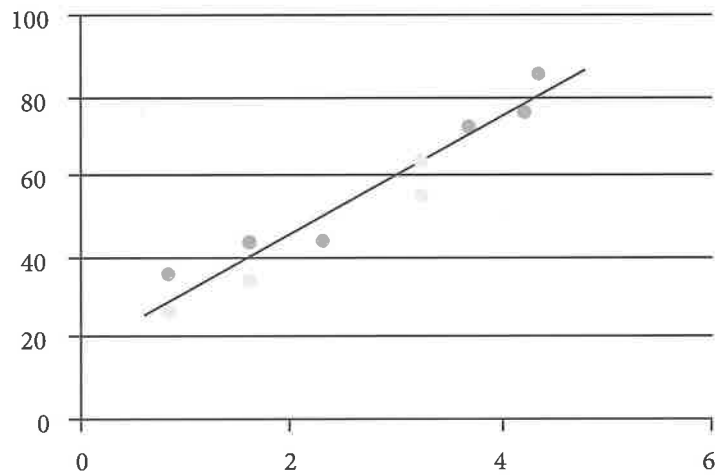

FIGURE 6.4 *Regression analysis (scatter diagram)*
- **Regression analysis[9] (scatter diagram)** This diagram tracks two variables to see if they are related; the diagram is then used to create a mathematical formula to use in future parametric estimating. Figure 6.4 shows an example of a scatter diagram.